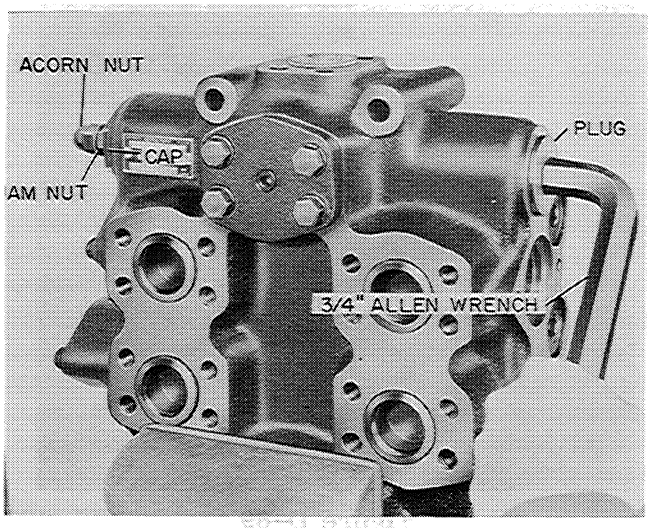

Figure D-64
1. Remove the acorn nut from the relief valve and loosen the jam nut. Turn the relief valve adjusting screw out until the spring tension is released, Figure D-64.
2. Remove the relief valve cap containing the relief valve adjusting screw, using a 1-7/8" wrench, Figure D-64.
3. Remove the plug at the opposite end of the relief valve using a 3/4" Allen wrench, Figure D-64.